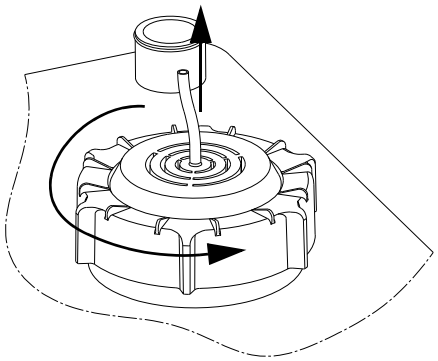

Рис. 19 Удаление трубки датчика
1. Переведите переключатель режимов эксплуатации ВКЛ-ВЫКЛ-АВТОМАТ в положение ВЫКЛ (O). См. раздел *11. Эксплуатация*.
2. Ослабьте крышку с резьбой, повернув её против часовой стрелки. См. рис. 19.